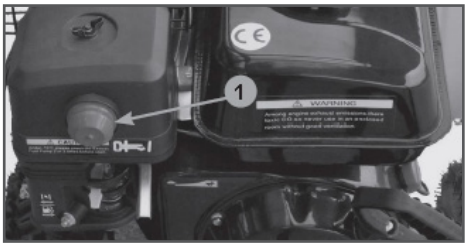

Рис. 16 Расположение ручного топливного насоса
7. Нажмите 3 раза на ручной топливный насос 1 (Рис. 16).